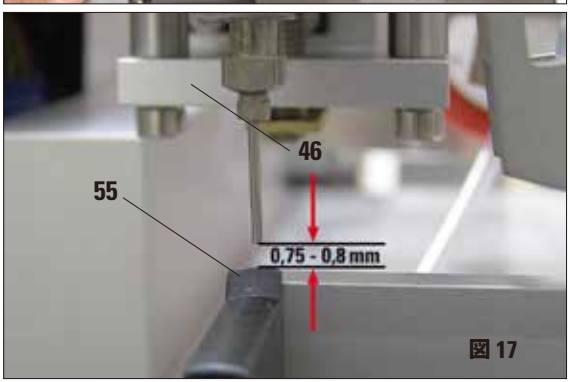

図 17
- 次に、スライドイジェクターの最上部（図 17、**55** を参照）とディスペンサーニードルの先端を合わせ、両者が接触するようにします。
- ディスペンサーニードルがスライドイジェクターの最上部に触れるまで、ネジを時計方向に回します（図 17、**55** を参照）（間隔 = 0 mm）。これを確認するには、ディスペンサーを作業ポジションにセットします。
- 設定したディスペンサーニードルの高さを再点検するには、前側から目視点検します（図 17 を参照）。